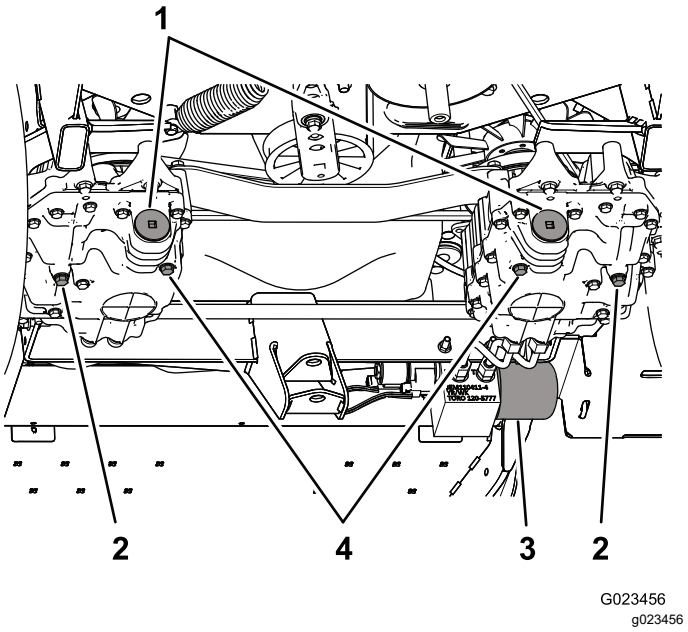

Rysunek 69
3. Wyjmij korek spustowy po stronie pompy i korek spustowy po stronie przekładni (Rysunek 69), a następnie poczekaj, aż ścieknie cały olej.